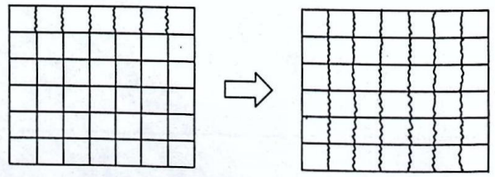

Fig. 14
2. *Connect the LPF shown in Fig. 14 between BB board Q821 emitter and ground.*